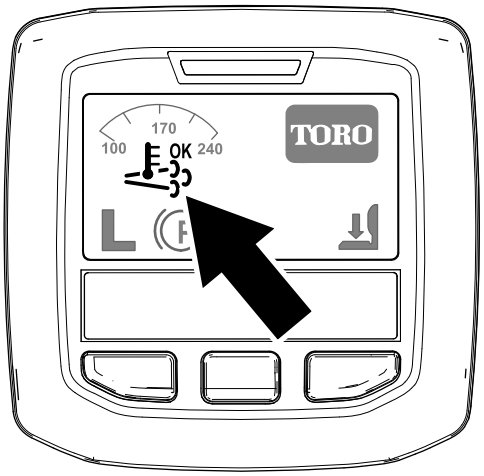

Rysunek 25
- Ikona regeneracji wspomaganej/z resetowaniem jest wyświetlana na InfoCenter (Rysunek 25).